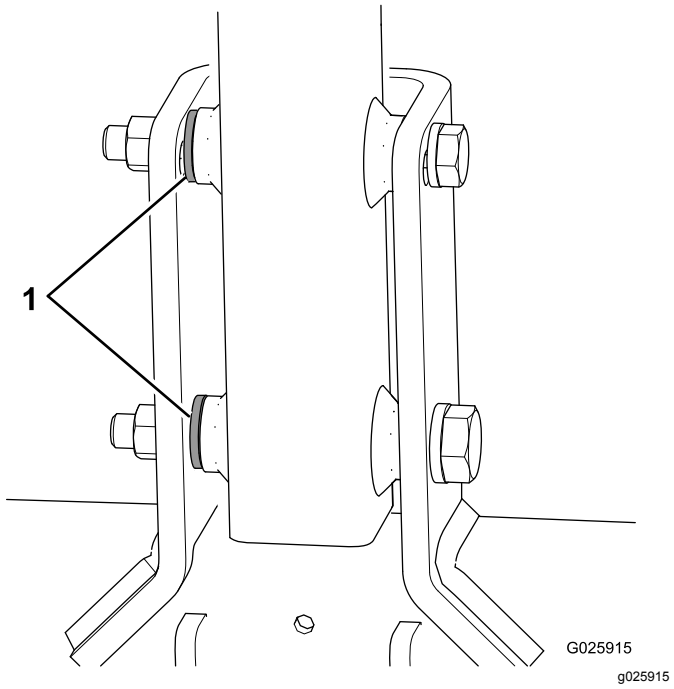

Figura 6
- Se la vostra macchina è dotata di una terza rondella inclusa con ciascun bullone, utilizzate tali rondelle come distanziali tra l'attacco e l'interno della staffa di articolazione dell'attacco (Figura 6).